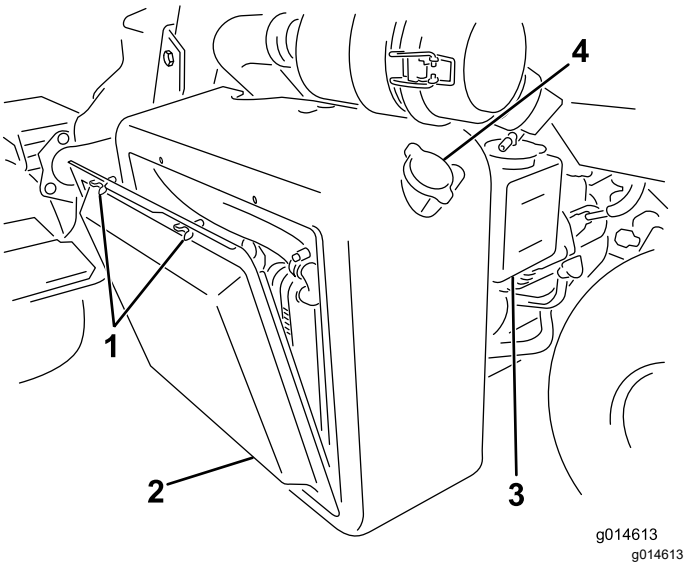

Figuur 41
1. Verwijder het radiateurscherm (Figuur 41).
2. Controleer het koelvloeistofpeil (Figuur 41 en Figuur 42).